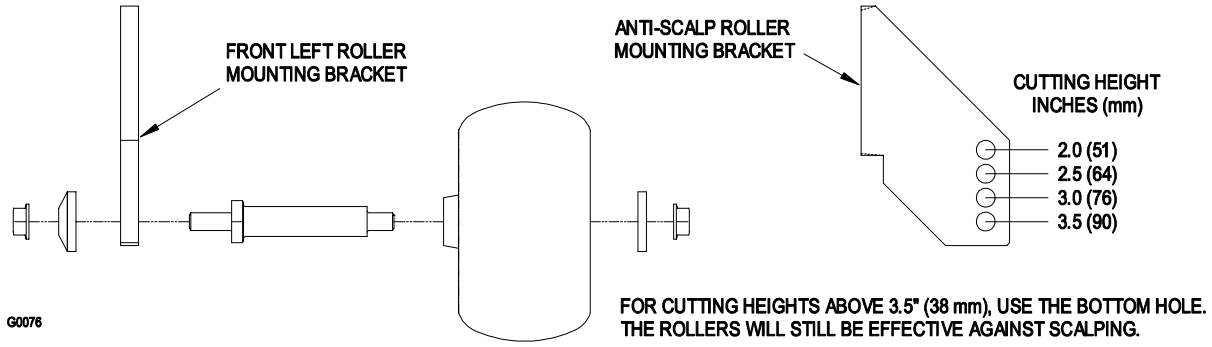

FIGURE 10
g) Adjust anti-scalp rollers for Normal Operating Conditions. Stop engine, wait for all moving parts to stop, and remove key. Place rollers in one of the positions shown in Figure 10. Rollers will maintain 3/4 in. (19 mm) clearance to the ground to minimize gouging and roller wear or damage.